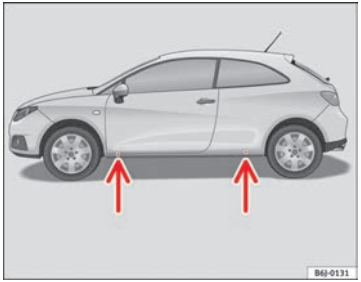

Fig. 139 Jack position points
– Locate the jacking point under the door sill closest to the wheel to be changed ⇒ Fig. 139.
Recesses at the front and rear of the door sills mark the jacking points ⇒ Fig. 139. There is only one jacking point for each wheel. Do not fit the jack anywhere else.